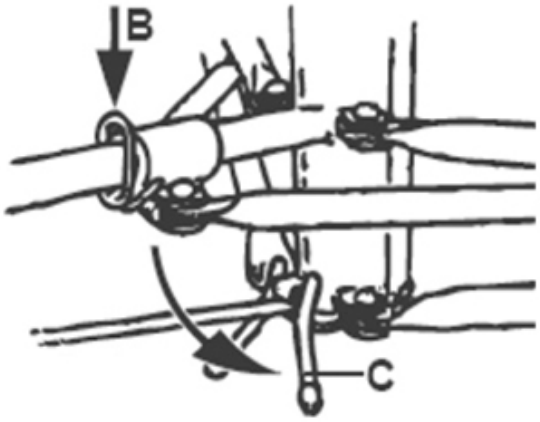

FIG. 2
- Pousser le crochet annulaire vers le sol et ouvrir simultanément les tiges télescopiques de la base du trépied (Fig. 2, B).
- Pour empêcher la base du trépied de bouger pendant le montage, déclenchez les 3 freins de blocage des roues (Fig. 2, C).